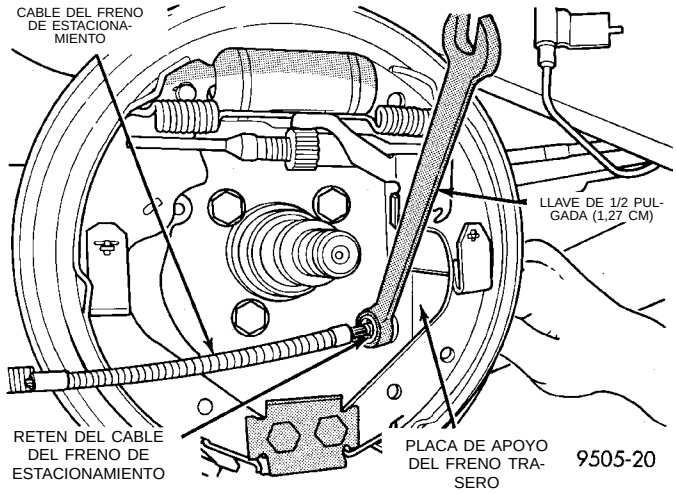

Fig. 150 Desmontaje del cable del freno de estacionamiento de la placa de apoyo del freno
(20) En los vehículos que tienen instalados frenos traseros de tambor, retire el cable del freno de estacionamiento (Fig. 150) de la placa de apoyo del freno trasero. Para retirar el cable del freno de estacionamiento de la placa de apoyo del freno, utilice una llave de 1/2 pulgada (1,27 cm) como se muestra en (Fig. 150) para comprimir las lengüetas de fijación en el retén del cable del freno de estacionamiento.